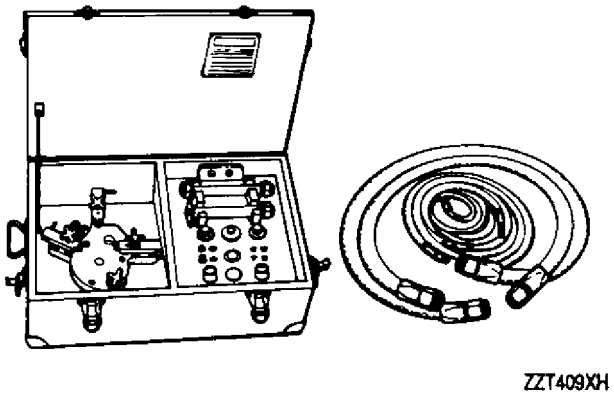
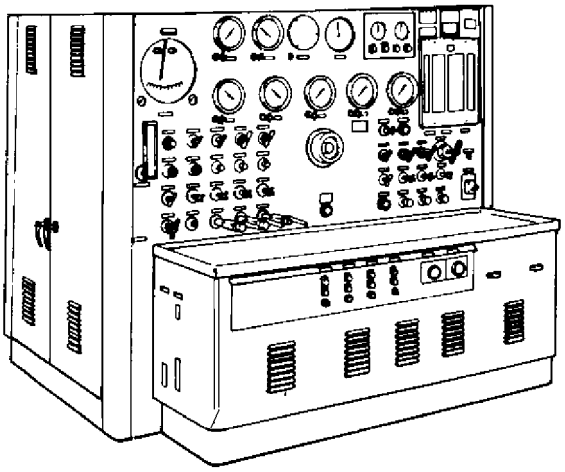
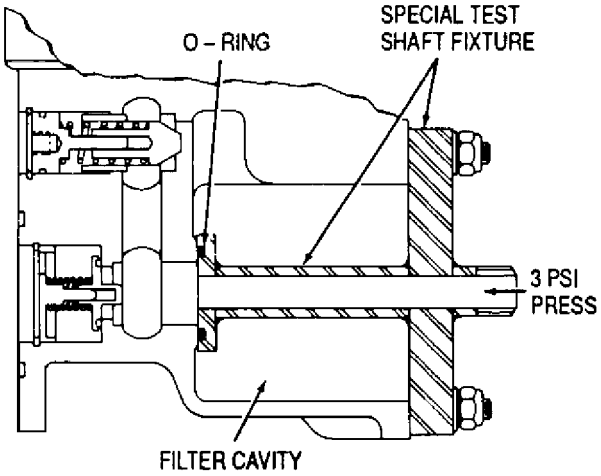

Figure 19. 7079 Oil Pump Test Adapter
Figure 20. 7057 Lube and Scavenge Pump Test Stand Assembly
Figure 21. Reduction Gear Oil Pump Special Test Shaft Fixture
b. Install pump and fixture on 7079 test adapter (figure 19) and 7057 test stand (figure 20). Cap fitting on special test shaft fixture (figure 21). Install fixture in filter cavity on pump.
i. Remove slave filter and install special test shaft fixture in filter cavity (figure 21). Apply oil at three psig to fixture for a minimum of three minutes. This will check the check valve for leakage. There shall be no leakage through valve at pump outlet.